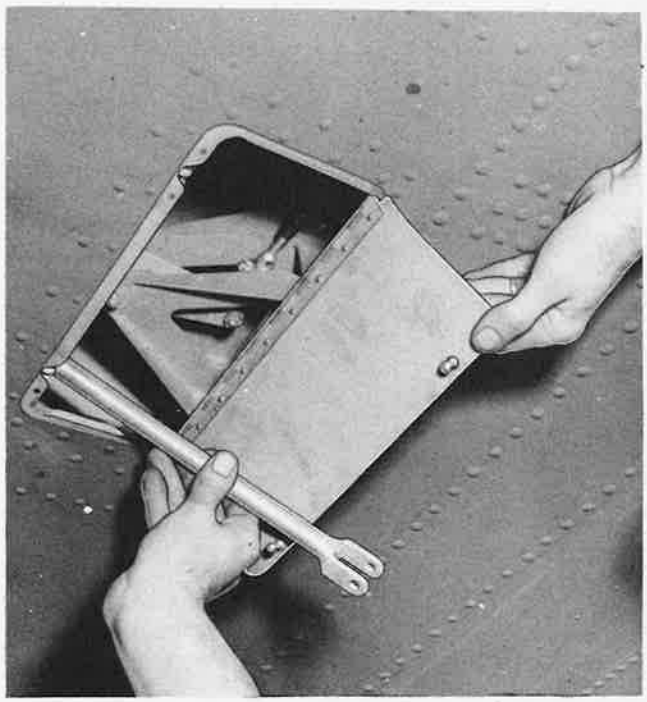

Figure 338—Removal of Aileron Outboard Bell Crank Actuating Rod
(1) Remove the outboard bell crank actuating rod (figure 338) from the airplane by detaching the clevis bolt which attaches the rod to the bell crank, loosening the jam nut on the aft end of the rod, and unscrewing the rod from the eyebolt.
(2) Disconnect the inboard bell crank actuating rod from the bell crank. It will not be necessary to disconnect the aft end of this rod.